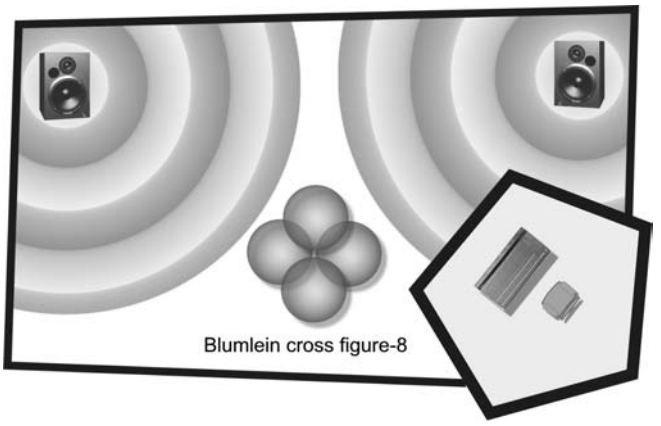

Figure 3.45. *Example of how a room or studio space can be used as a temporary echo chamber.*
- An ambient-sounding chamber can be built by placing a Blumlein (crossed figure-8) pair or spaced stereo pair of mics in the main studio space and feeding a send to the studio playback monitors (Figure 3.45).